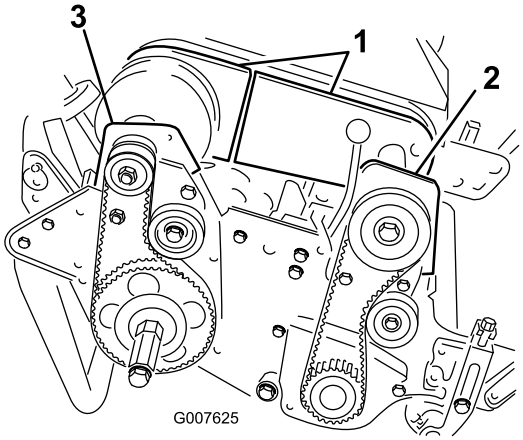

**Figura 45**
4. Retire os parafusos que prendem as secções frontais e traseiras da cobertura do diferencial à estrutura do diferencial e deslize a cobertura para fora para expor a correia (Figura 45).
6. Retire os 2 parafusos e porcas que prendem a estrutura da embraiagem frontal à placa lateral (Figura 45).
8. Retire os 2 parafusos e porcas que prendem a estrutura da embraiagem direita traseira à placa lateral (Figura 45).